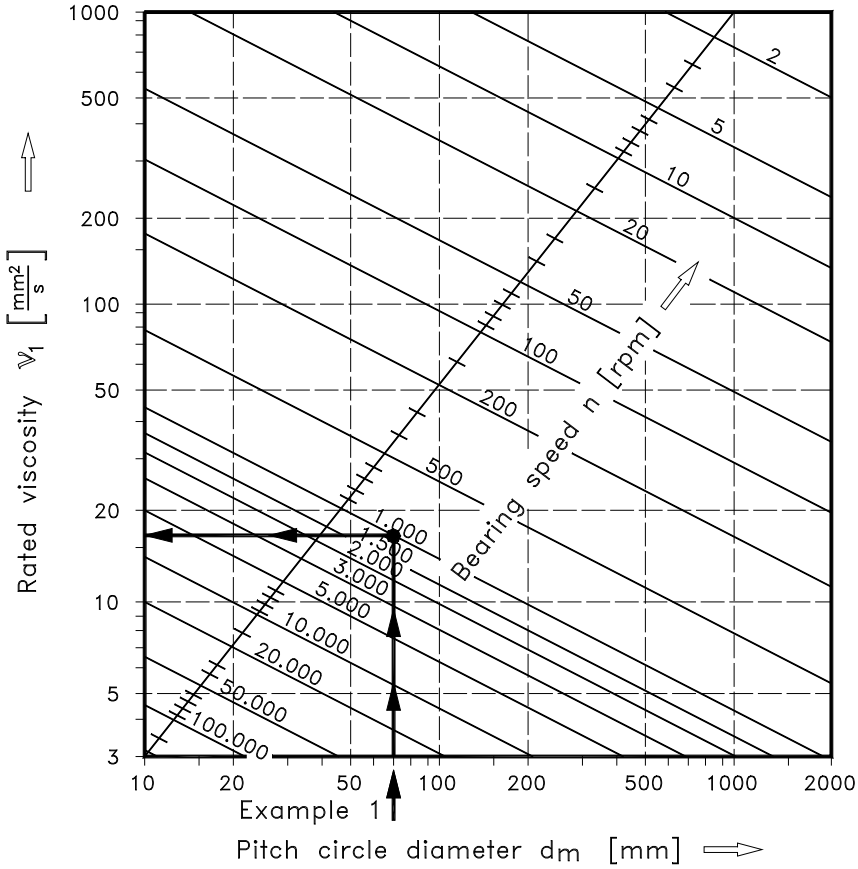

Fig. 6.9
Step 2: Strike a line in the diagram fig. 6.9 from the X-axis starting at a pitch diameter of $\mathbf{d_m}$ **= 70 mm** (see arrows). Go straight upwards until the line crosses the required speed, in this example the line of **1000 rpm**. From this cross point go straight to the scale located at the left diagram border where the (**required**) **rated viscosity** ν_1 for the individual operating conditions can be found. In the actual example ν_1 amounts to approximate **16 mm² / s**.
ν_1 = For the actual bearing size and speed (**required**) **rated viscosity** [mm² / s] (see evaluation in fig. 6.9)